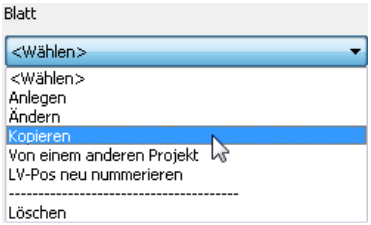

Bild 18.32 – Kopieren eines Blattes
- Aktivieren Sie das einzelne Blatt *1.1.1.1* und wählen Sie aus dem Listenfeld der Blätter die Funktion *Kopieren* (Abb. 18.32).